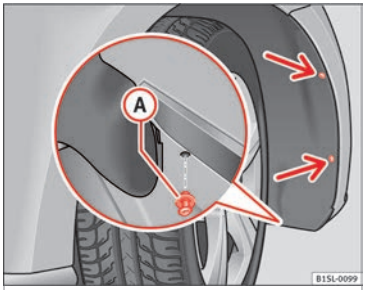
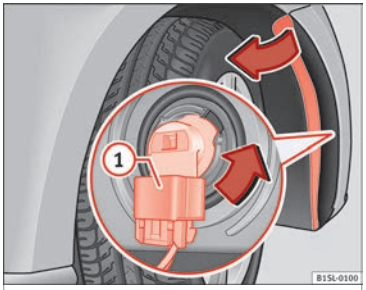

Fig. 86 In the front right wheel arch: Remove the retaining screws (arrows) and take out the expansive rivet (A).
Fig. 87 Changing the bulbs in the headlights
1.	Unscrew the 2 retaining screws of the wheel arch trim »» Fig. 86 (arrows) with the screwdriver from the vehicle took kit »» page 69.
2.	Unscrew the expansive rivet in the lower front part of the wheel arch trim (A) with the screwdriver from the vehicle tool kit and completely remove it »» page 69.
4.	Release the connector »» Fig. 87 (1) and remove it.
5.	Turn the bulb holder »» Fig. 87 in the direction of the arrow, **in an anticlockwise direction** as far as it will go and remove it, along with the bulb, pulling backwards.
8.	Plug the connector (1) into the bulb holder. The connector must audibly click into place.
10.	Place the expansive rivet in the wheel arch trim and bumper and press it completely inwards ››› Fig. 86 (A).
11.	Securely screw the 2 retaining screws ››› Fig. 86 (arrows) with a screwdriver.